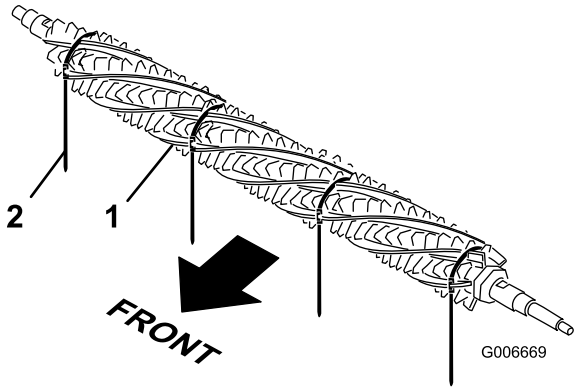

Figure 36
1. En passant par un côté du cylindre groomer, glissez une brosse dans chaque rainure sur toute la longueur du cylindre (Figure 36).